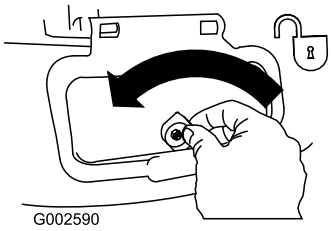

Figure 32
1. Unlock the side-discharge door (Figure 32).